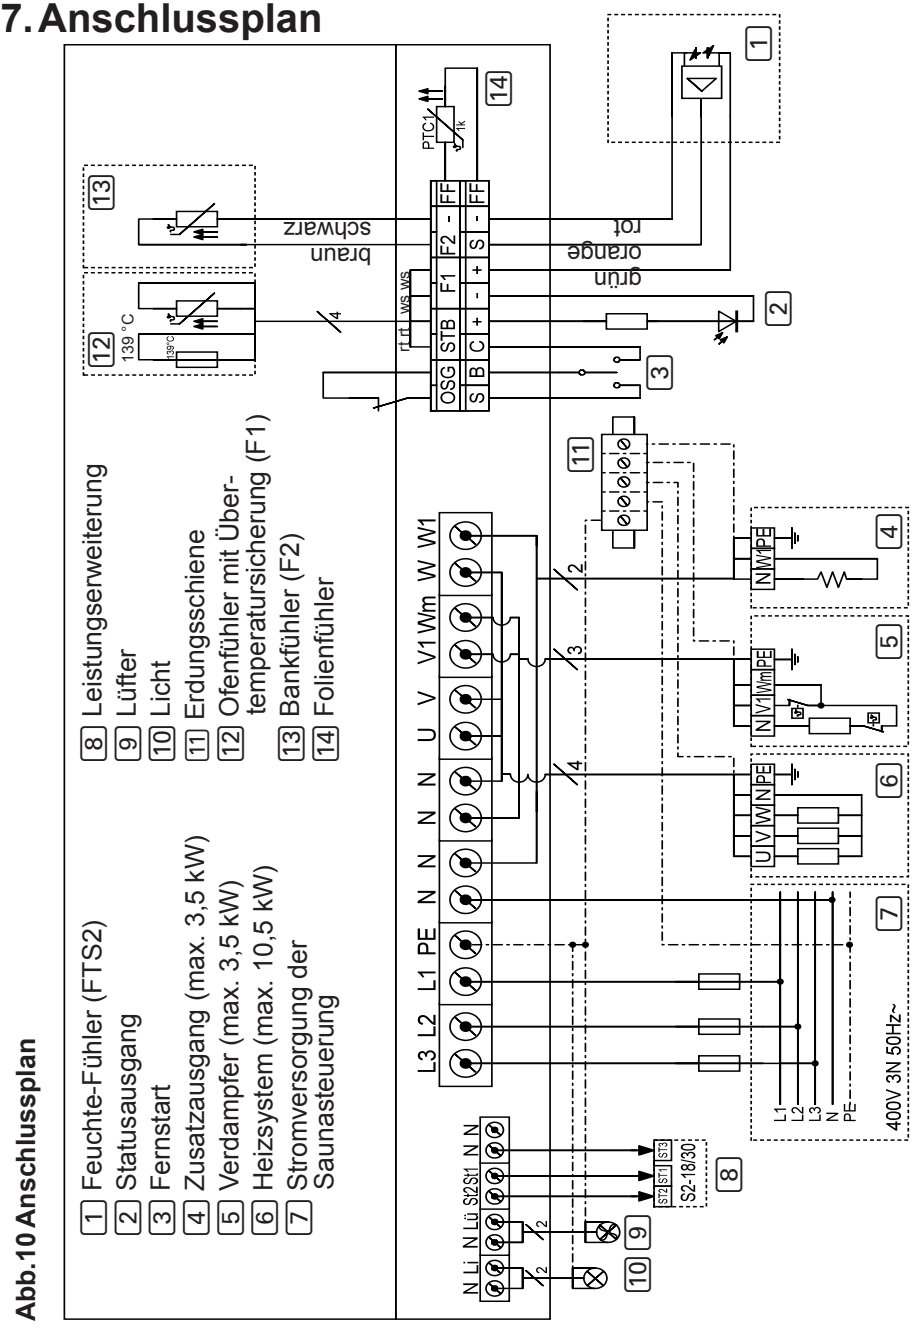

Abb. 10 Anschlussplan
- Beachten Sie den Anschlussplan (**Abb.10**) auf Seite **34**.